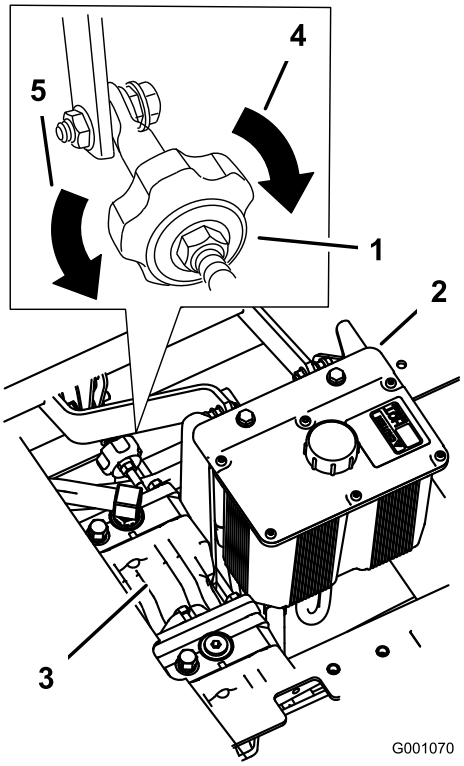

Figur 54
4. For å få maskinen til å gå til høyre, drei knotten mot høyre side av maskinen. Se Figur 54.
5. For å få maskinen til å gå til venstre, drei knotten mot venstre side av maskinen. Se Figur 54.